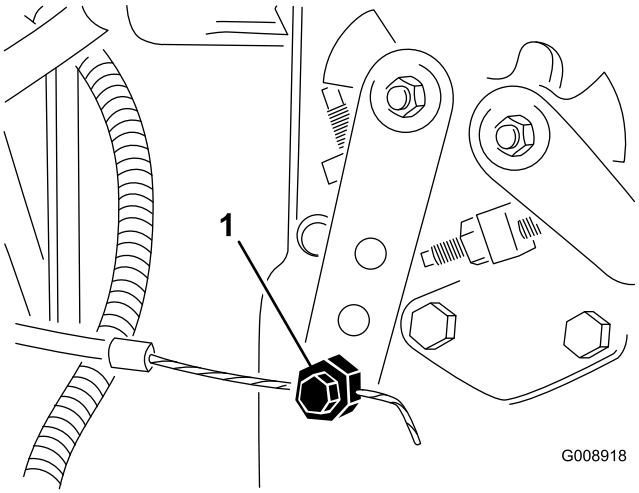

Figur 57
2. Lossa gasreglagekabelns kontaktdon på spaken vid insprutningspumpen (Figur 57).